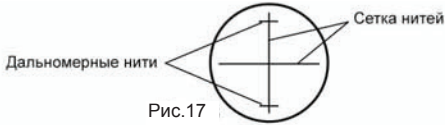

Рис.17
1) Наведитесь на рейку и посчитайте количество сантиметровых делений ℓ между двумя дальномерными нитями (Рис.17).